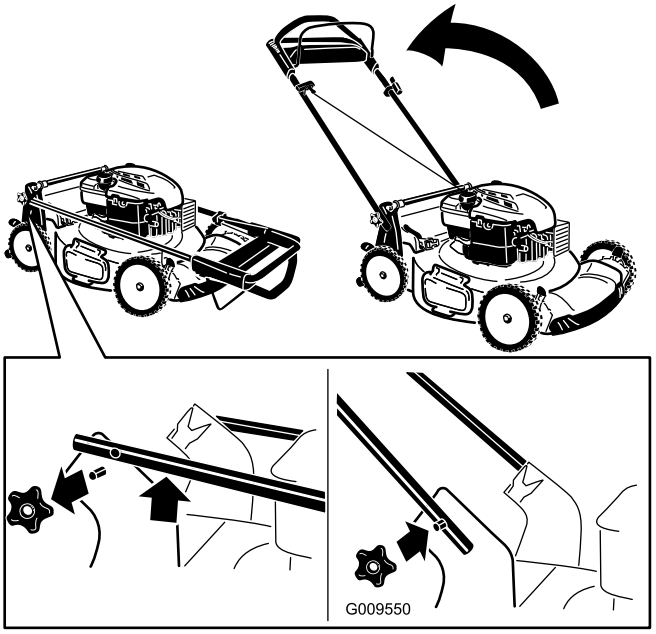

Figur 3
1. Ta bort handtagsreglagen från klipparkåpan (Figur 3).